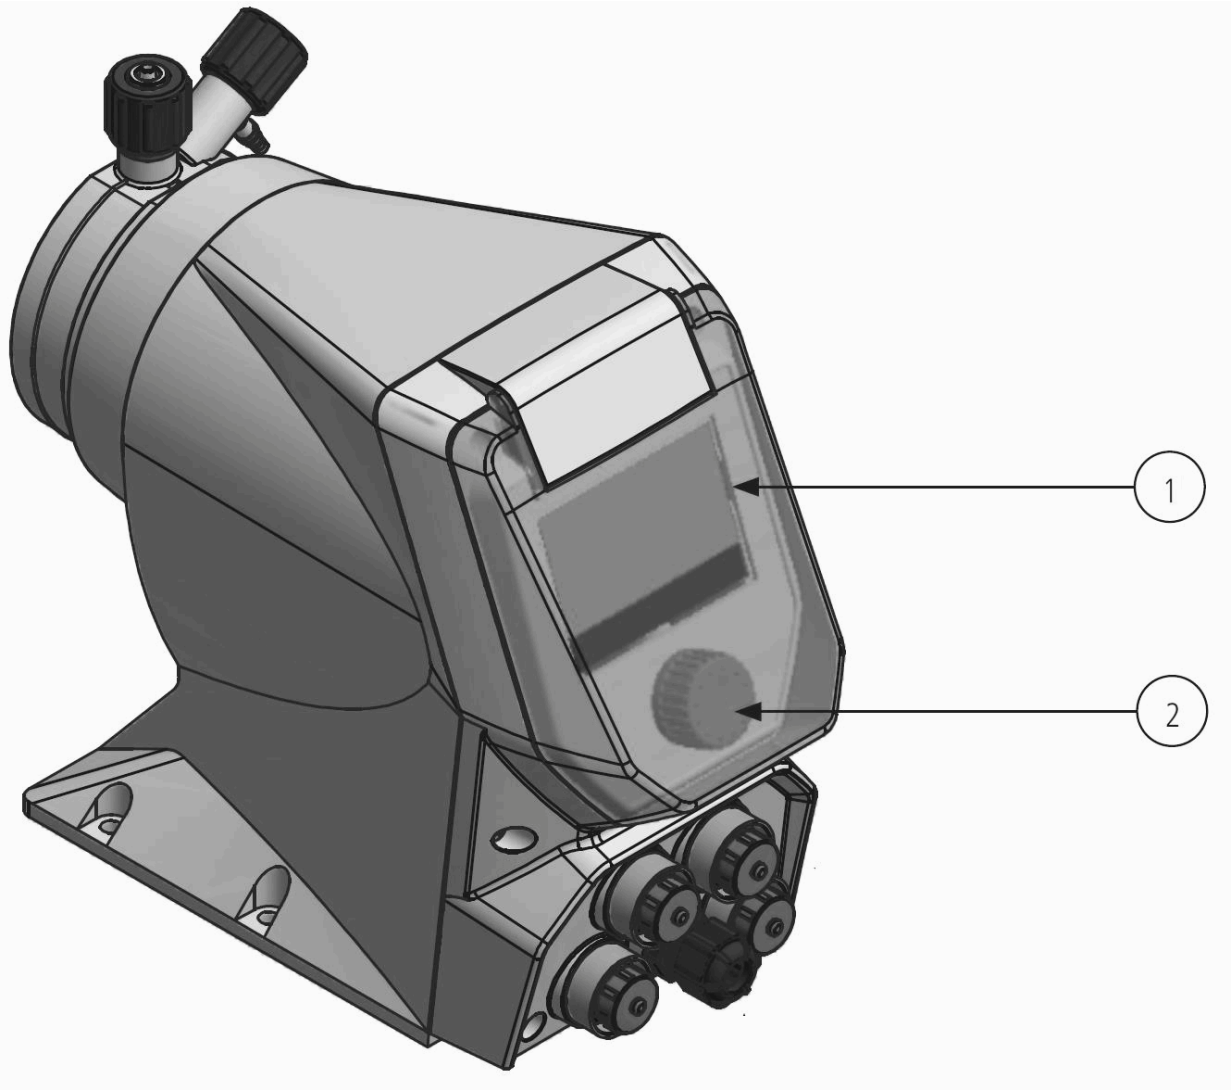

Abb. 6.1
1. Mehrfarbiges Display, siehe Abb. 6.1 (1), zeigt den Pumpenstatus an.
2. Encoder zu Bedienung des Gerätes. Bedienelement *„Encoder“, siehe Abb. 6.1 (2)*